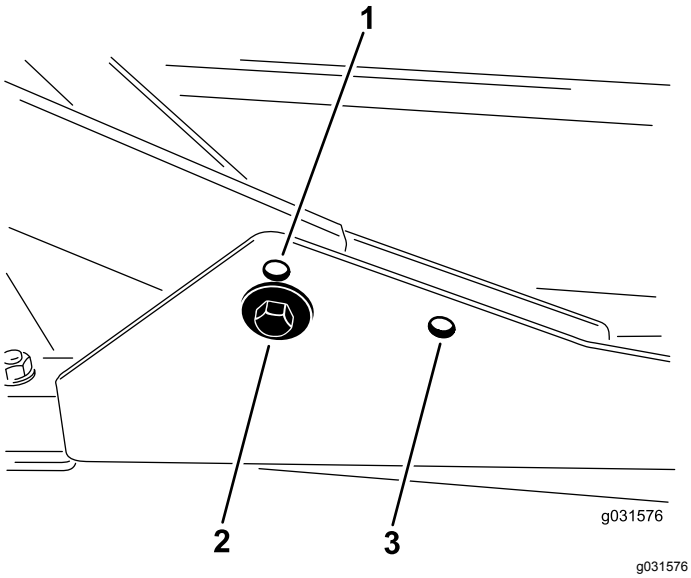

Figura 15
1. Per altezze di taglio comprese tra 2 e 7,6 cm, montate i telai portanti anteriori nei fori di montaggio anteriori inferiori (Figura 15).
2. Per altezze di taglio comprese tra 6,3 e 10 cm, montate i telai portanti anteriori nei fori di montaggio anteriori superiori (Figura 15).
Per tutte le altezze di taglio, montate il piatto di taglio posteriore nei fori di montaggio posteriori (Figura 15).